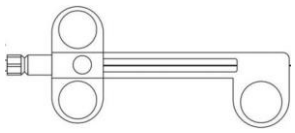

図 1：カテーテル本体及び構成品
*本品はカテーテル本体とその構成品（図 1 a) b)）で構成されています。本品にはマーカ及び GW ルーメンチューブがないものもあります。小型バスケット仕様はトルクハンドルではなく C）の専用トルクハンドルにて構成されています。